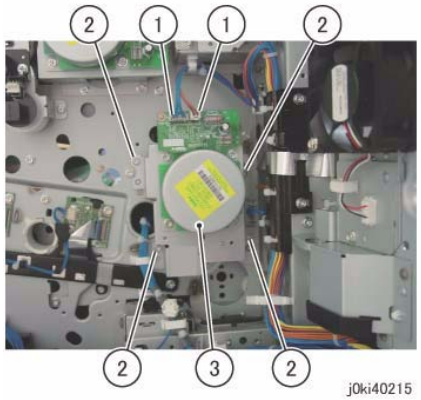

Figure 5 Remove the Main Drive Assembly
11. Remove the Main Drive Assembly. (Figure 5)